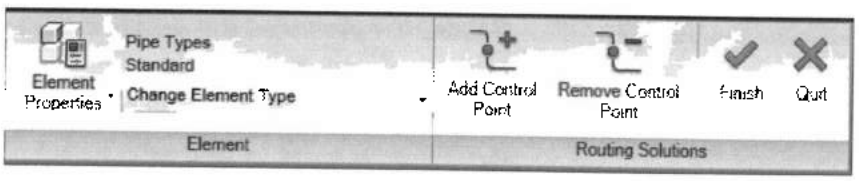

Рис. 40.17. *Лента Modify Pipes для изменения на участке числа сегментов и их типоразмера*
1. На ленте **Modify Pipes** в разделе **Layout** (Компоновка) нажать кнопку **Routing Solutions** (Выбор трассировки). Произойдет переключение на ленту **Place Edit Routing Path** (Смонтировать траекторию трассировки) (рис. 40.17) с инструментами для подстройки траектории трубопроводов. Будет создан вариант трассировки, в котором по умолчанию включены 4 управляющие точки, которые можно перетаскивать для достижения нужной траектории.